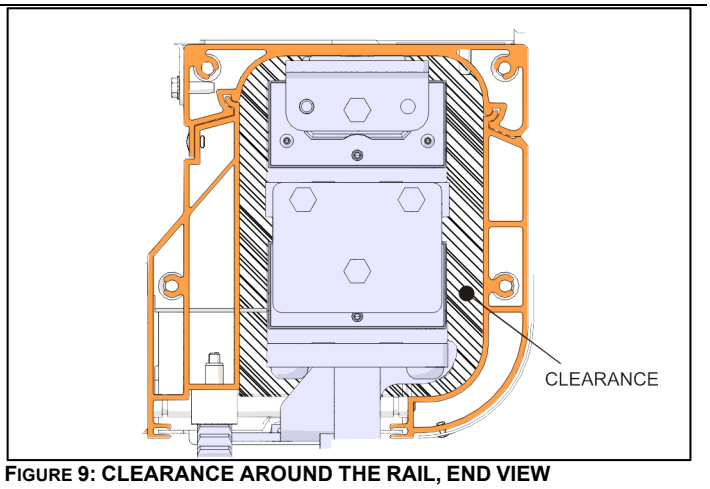

**FIGURE 9: CLEARANCE AROUND THE RAIL, END VIEW**
15. The rail housing interior dimensions provides enough clearance around the rail assembly to pull the room outwards. (Figure 9)